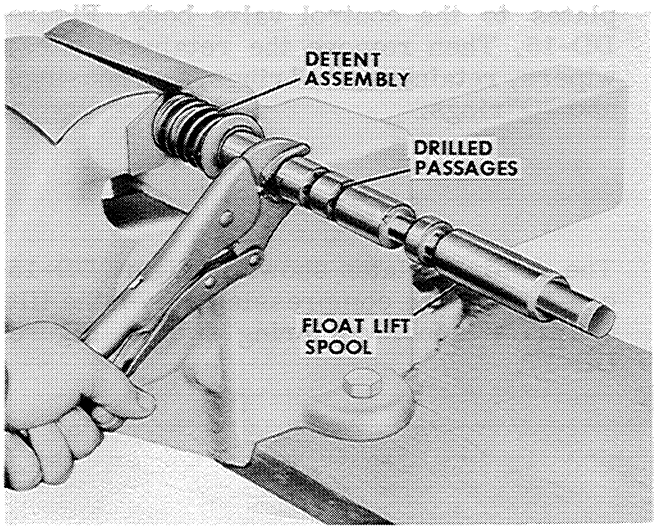

Figure DD-12
6. To remove the detent assembly from the spool, clamp the detent sleeve in a vise and using either a vise grip or similiar tool, unscrew the spool, Figure DD-12.